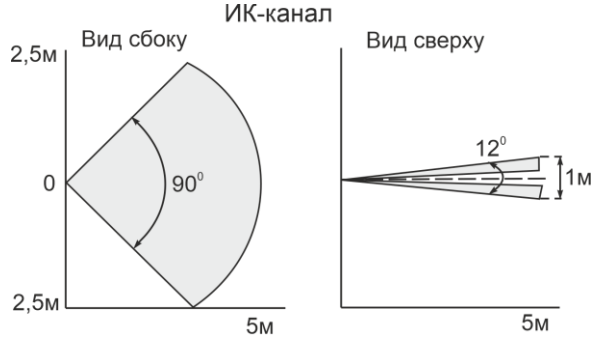

Рисунок 2
2.2 Принцип действия **ИК-канала** извещателя основан на регистрации изменений потока теплового излучения, возникающих при пересечении человеком чувствительных зон (рисунок 2).